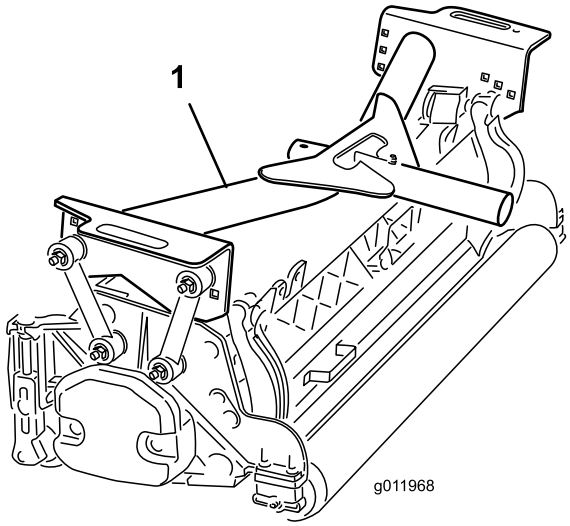

Figur 16
2. Placera en främre bärram (Figur 16) på varje främre klippenhet.